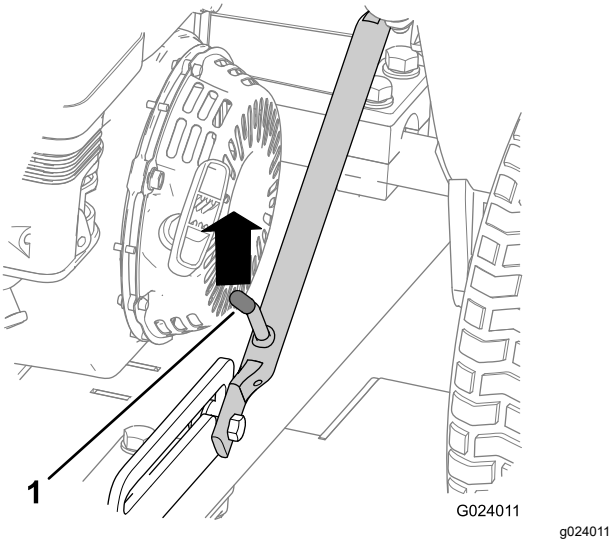
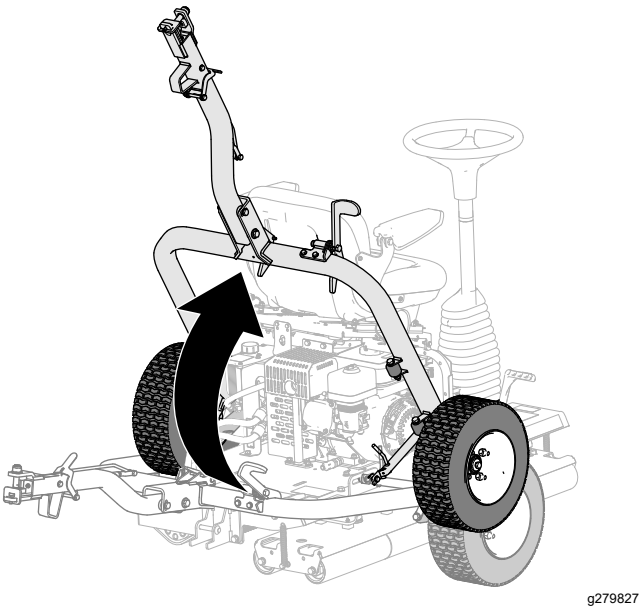

**Figur 17**
**Figur 22**
1. Tryck dragkroksenheten uppåt tills låsspaken har låsts upp från reglagets spärrläge (Figur 17).
5. Lyft upp dragkroken (Figur 22) tills låsspaken låses fast i reglagets spärrläge (Figur 17).